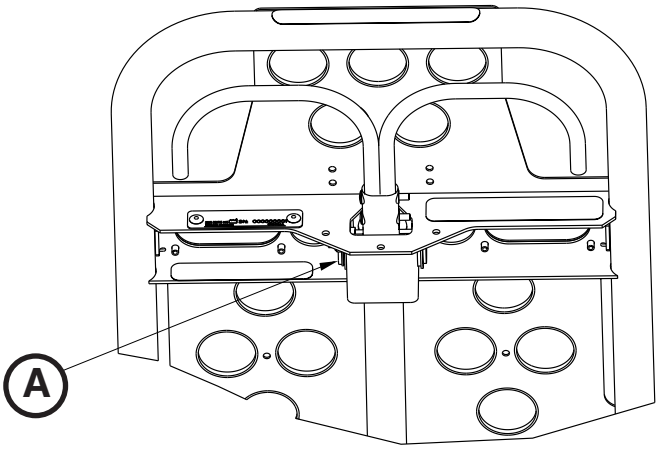

Abbildung 74
2. Mit einem 3/32-Zoll-Sechskantschlüssel die Einstellschraube (A) lösen, mit der der Gaszylinderschaft am Gabelstück befestigt ist (Abbildung 74).